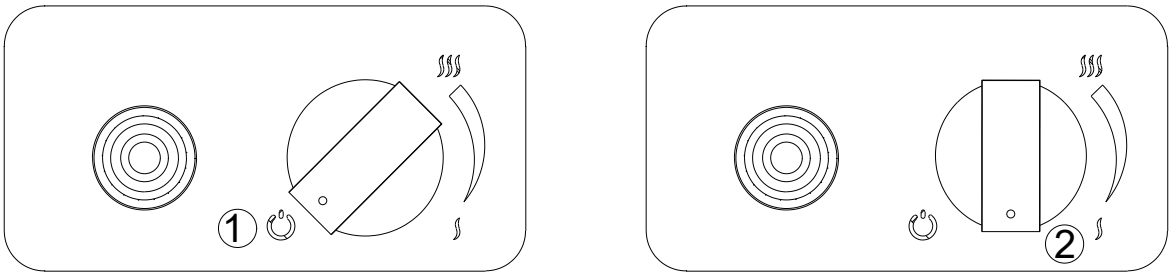

Fig 14 – Mise en marche de l'appareil
- Pour éteindre l'appareil, appuyez et tournez simultanément le bouton dans le sens des aiguilles d'une montre (Fig 14). L'alimentation en gaz sera coupée et la flamme du brûleur sera éteinte.